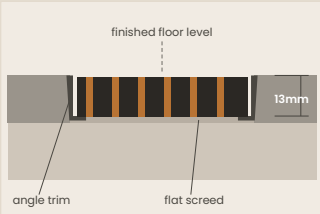

Figure 1 - Matwell section
1. The matwell must be 13mm deep from the finished floor level so the mat sits flush. (Figure 1)
2. **Trims:** make sure the screed has fully cured. Fix angle trims along the matwell perimeter with screws and fixing plugs. Mitre the corners precisely at right angles. (Figure 1)